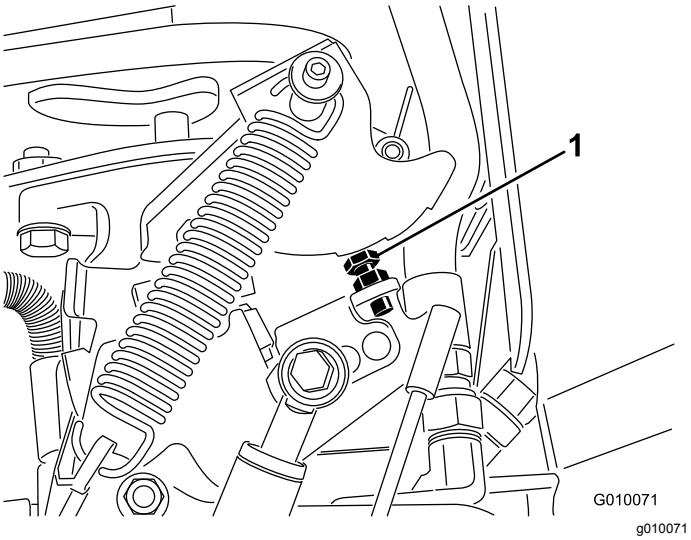

Figur 70
6. Hvis der er behov for at foretage en justering, skal pumpestopbolten drejes (Figur 70) tættere på stoppladen for at mindske hulmellemrummet, eller stopbolten skal drejes væk fra stoppladen for at forøge hulmellemrummet.